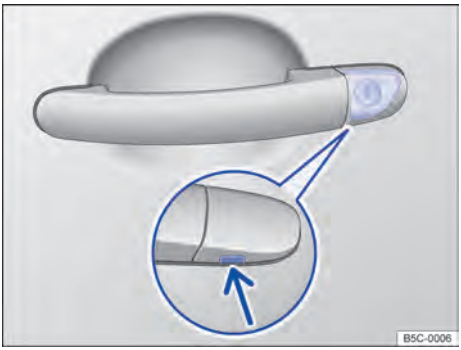

Fig. 152 Maçaneta na porta do condutor: cilindro da fechadura coberto.
- Introduzir a haste da chave na maçaneta da porta do condutor por baixo na abertura da capa de cobertura ⇒ Fig. 152 (seta) e removê-la de baixo para cima.